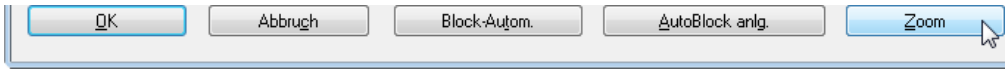

Bild 28.30 – Vergrößern eines Block-Dias
- Um ein Blockdia zu vergrößern, klicken Sie unten in den Dialogfeldern *Blockverwaltung* oder *Blockautomatik* auf *Zoom* (Abb. 28.30).